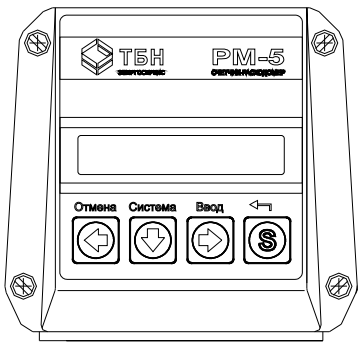

Рисунок 2 — Внешний вид электронного блока с вычислительным устройством
1.2.3.5 Если предусматривается ручное управление РМ-5-Т, то на передней панели вычислительного устройства размещаются индикатор и четыре клавиши управления (рисунок 2).